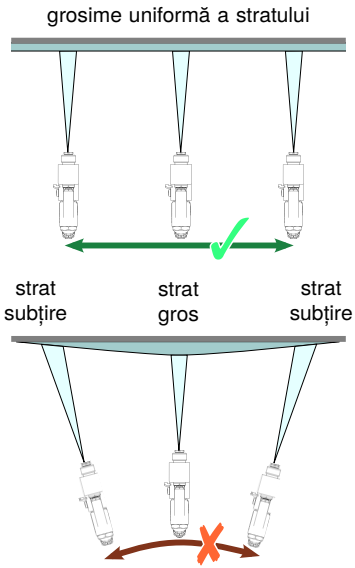

fig. 12: Ghidajul pistoalelor de stropit
- Aveţi grijă ca viteza deplasării să fie uniformă şi îndreptaţi pistolul de stropit paralel cu suprafaţa de acoperit. Mişcarea pistolului de stropit cauzează o acoperire neuniformă (vezi fig. 12).